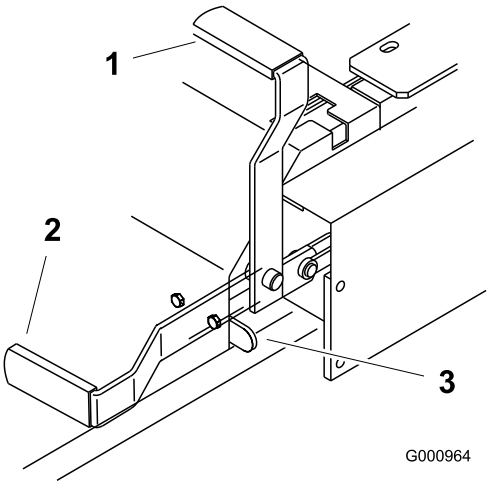

Figur 12
2. Trekk parkeringsbremsespaken tilbake og opp for å sette på parkeringsbremsen (Figur 12). Parkeringsbremsespaken skal stå godt fast i TILKOBLET stilling.
Skyv parkeringsbremsespaken fremover og ned for å frigjøre parkeringsbremsen (Figur 12). Parkeringsbremsen deaktiveres og spaken hviler mot bremsestopperen.